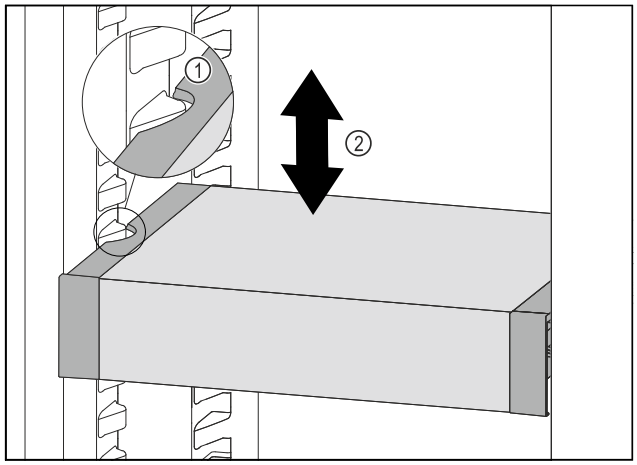

Fig. 90
▶ Trageți în față VarioSafe, până când degajările laterale ale VarioSafe se află la înălțimea nervurii recipientului din frigider. *Fig. 90 (1)*
▶ Mișcați în sus sau în jos VarioSafe în frigider, până când este atinsă înălțimea dorită. *Fig. 90 (2)*